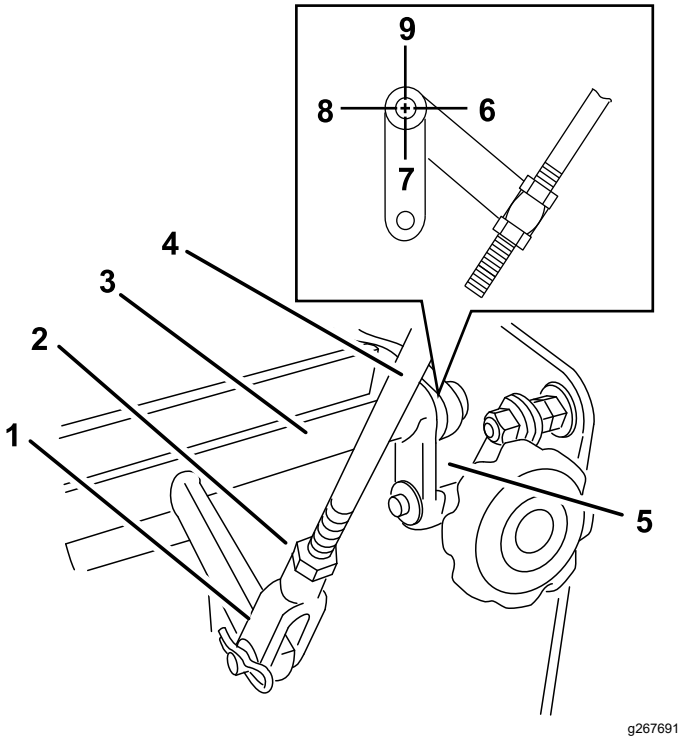

Figuur 29
De lipjes moeten, bij benadering, recht naar beneden wijzen (6 uur) zoals in Figuur 29.
5. Stel de gaffel met schroefdraad aan de onderzijde van het toerenregelaarmechanisme af tot de lipjes naar de 6-uurstand wijzen (Figuur 29).